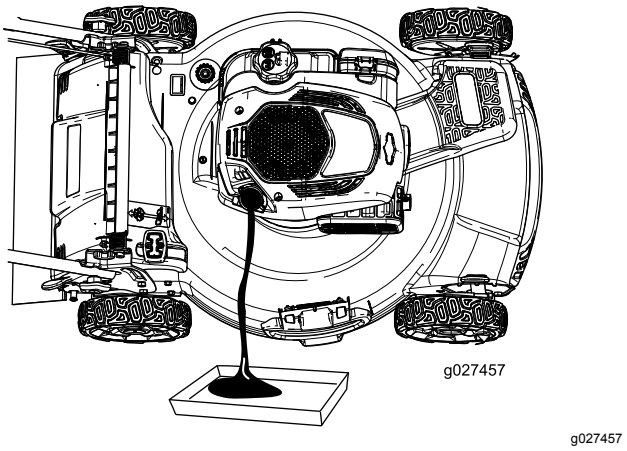

Figure 25
4. Inclinez la machine sur le côté (filtre à air en haut) pour vidanger l'huile usagée par le tube de remplissage (Figure 25).